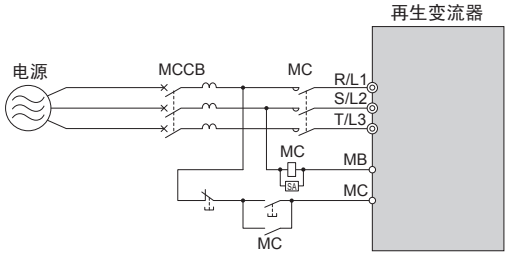

图 7.2 接线用断路器的连接
- 多台再生变流器共同使用、或与其他机器共同使用 MCCB 或 ELCB 时，请如图 7.2 所示，设计利用 MC 在发生输出异常时切断电源的顺控回路。